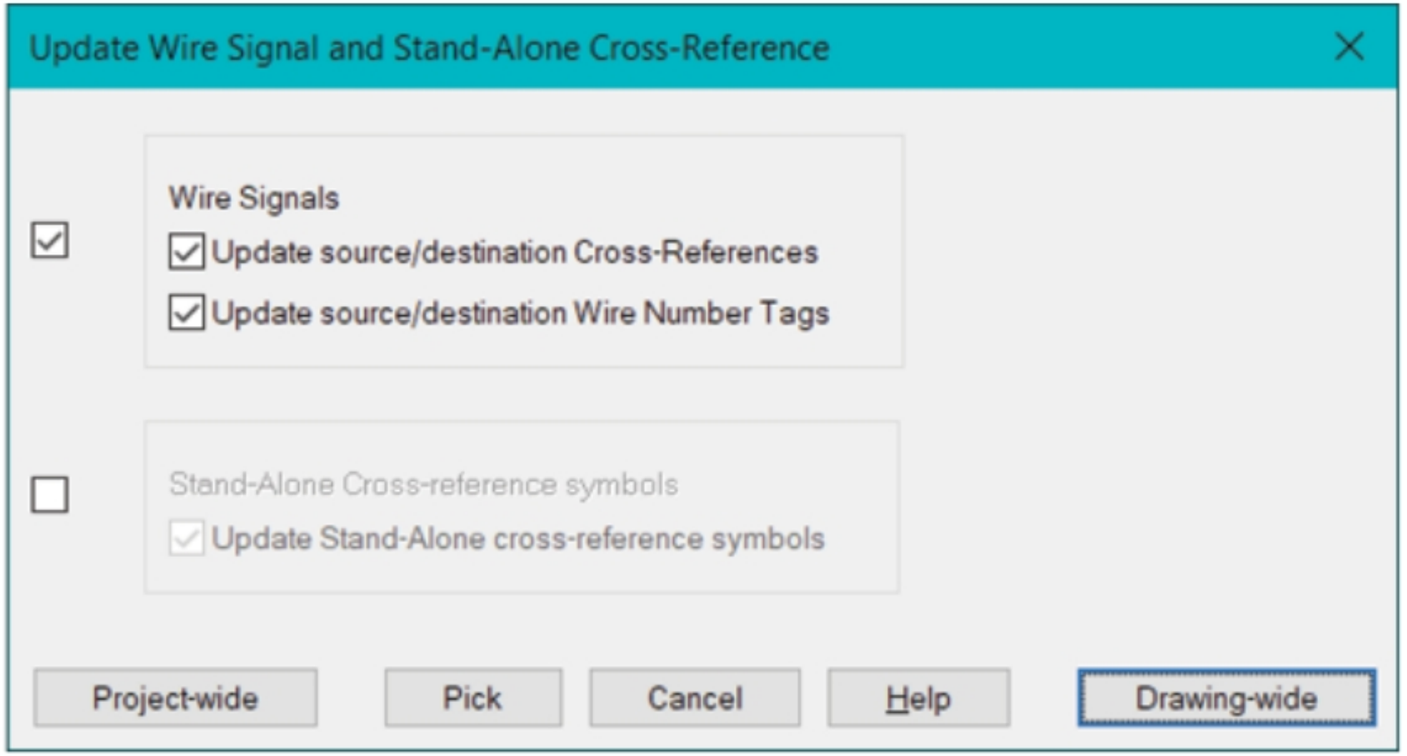

Figure-102. Update Wire Signal and Stand-Alone Cross-Reference dialog box
- Click on the **Update Signal References** tool from the **Edit Wires/Wire Numbers** panel in the **Ribbon**. The **Update Wire Signals and Stand-Alone Cross-Reference** dialog box will be displayed; refer to Figure-102.